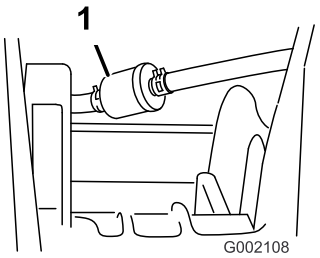

Figur 32
3. Fjern klemmene som fester drivstoffilteret til drivstoffslangene (Figur 32).